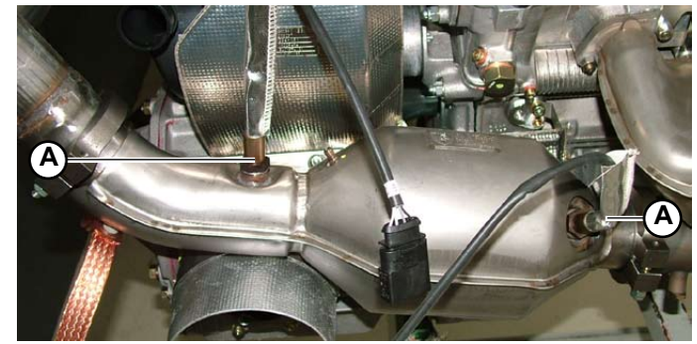

Fig.1
1. Disconnect the two oxygen sensors **(A-Fig.1)**.